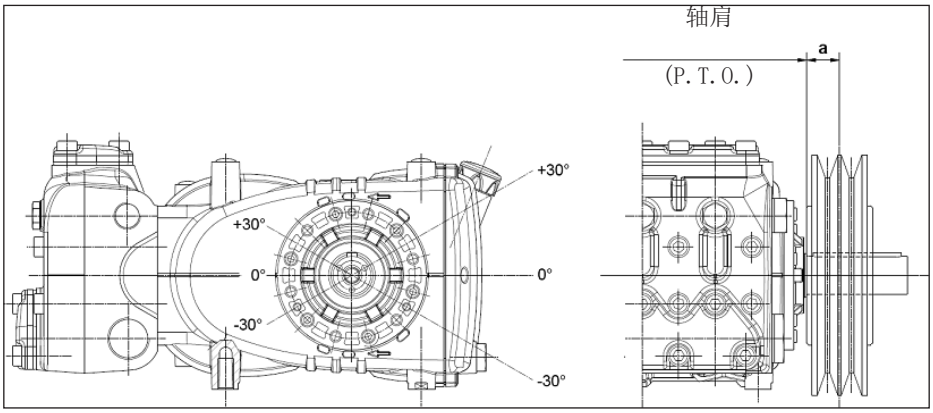

图 10
泵轴上的径向载荷不能超过3000 N(布局定义所必须的数值)。如果负荷施加在距轴肩（P.T.O）的最大距离为30 mm上，则认为该传输器是合适 的，见图 10说明。
b) 使用高效能皮带 – 例如**XPB**而不是**SPB** – 同样的功率传递，使用的皮带数量会相对少，继而相对轴肩(P.T.O.)的距离也会减少。图 10的“a”